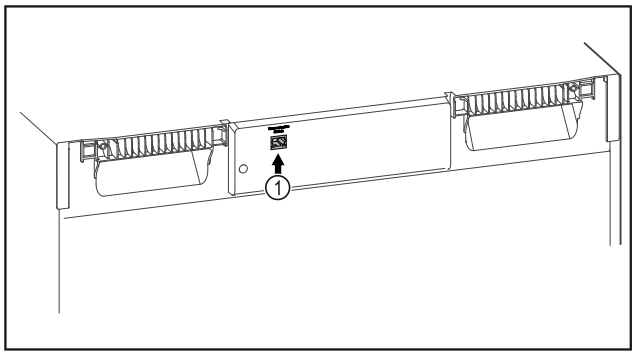

Fig. 107
❑ SmartModule *Fig. 107 (1)* este instalat.